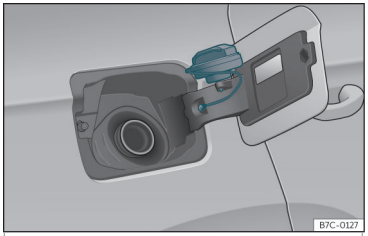

Fig. 199 Sportellino del serbatoio con all'interno il tappo.
- Collocarlo nello spazio della cerniera dello sportellino aperto››› **fig. 199**.